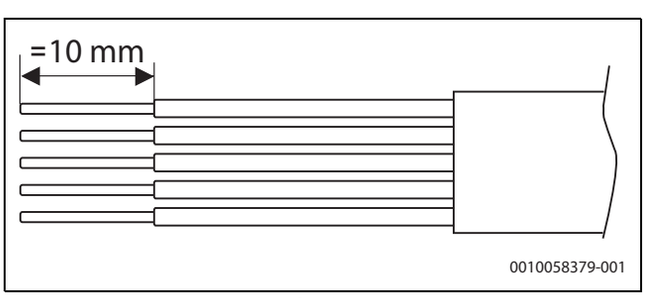

Bild 43 Abisolierung der Adern für den Netzanschluss
- ▶ Anschlusskabel für CAN-BUS durch die linke Kabelverschraubungen (1) führen.
- ▶ Anschlusskabel für den Netzanschluss durch die rechte Kabelverschraubungen (2) führen.
- ▶ Kabel entsprechend Bild 43 abisolieren.